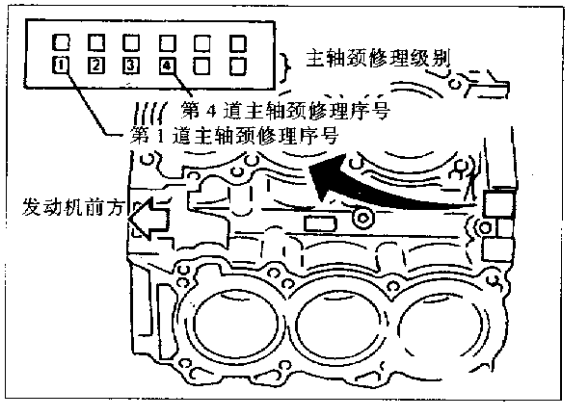

图 2-9-21
a. 见图 2-9-21，每个汽缸体内径的主轴颈等级号打印在相应汽缸体内径旁。